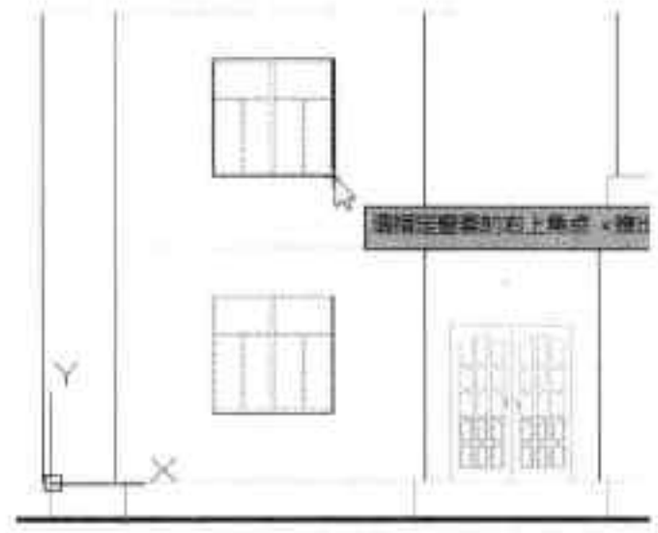

图18-99 框选窗户图形
Step30 执行“立面 > 立面窗套”命令，框选立面图中任意窗户图形，如图 18-99 所示。